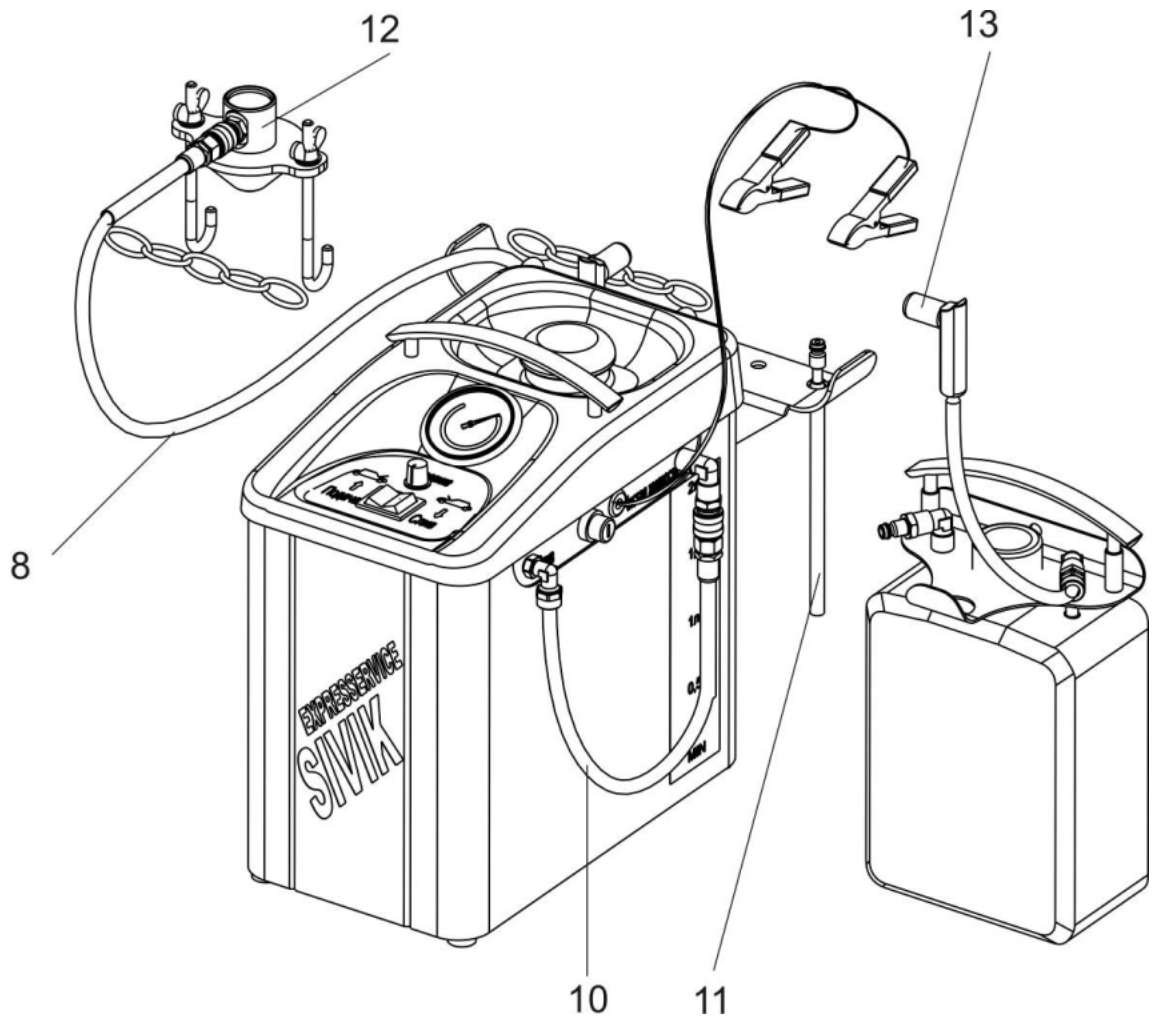

Рисунок 4. Режим «Напор».
12. Адаптер бачка (Рис. 4)
13. Адаптер штуцера (Рис. 4)
5. Отсоедините шланг (10) от канистры сбора старой жидкости и подсоедините его к штуцеру на установке (см. Рис. 4). Долейте в бачок тормозной системы автомобиля новой жидкости, переключив переключатель в положение «НАПОР». При достижении на баке установки уровня «MAX»,
7. Подсоедините к адаптеру шланг (8) (см. Рис. 4). Переведите переключатель в положение «НАПОР», установите регулятором необходимое давление.
8. Плавно откройте краник на шланге (8) и убедитесь, в герметичности соединений адаптера.
10. Подсоединяйте адаптер штуцера (13) к штуцерам прокачки в соответствии с порядком прокачки тормозов конкретного автомобиля. Откройте штуцер прокачки и следите, как из системы выходит старая тормозная жидкость. Установка при этом будет поддерживать давление в системе, и выдавливать старую тормозную жидкость новой.
17. Снимите адаптер (12) с бачка автомобиля.